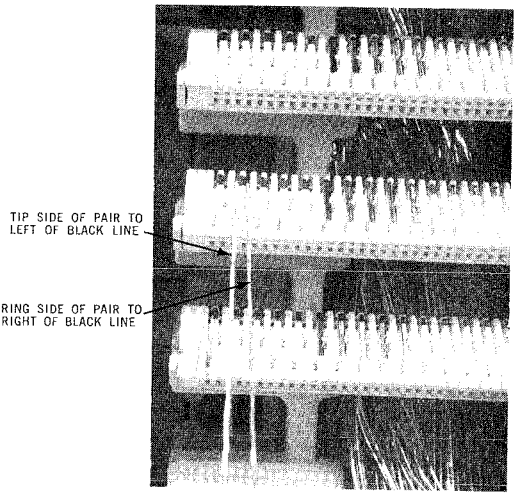

Fig. 7
4.03 Bring the wire out and over the connector module cover on which the wire is to be terminated. Split the pair over the black mark on the module cover, placing the tip wire (yellow with blue trace) of the jumper to the left and the ring wire (blue with yellow trace) to the right. (See Fig. 7.)